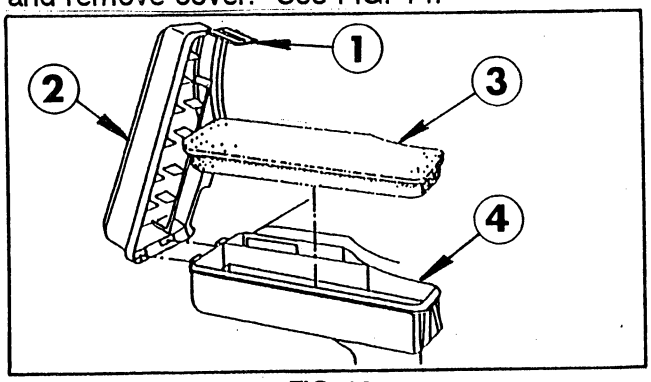

FIG. 14
1. Lift latch on narrow end of air cleaner cover and remove cover. See FIG. 14.